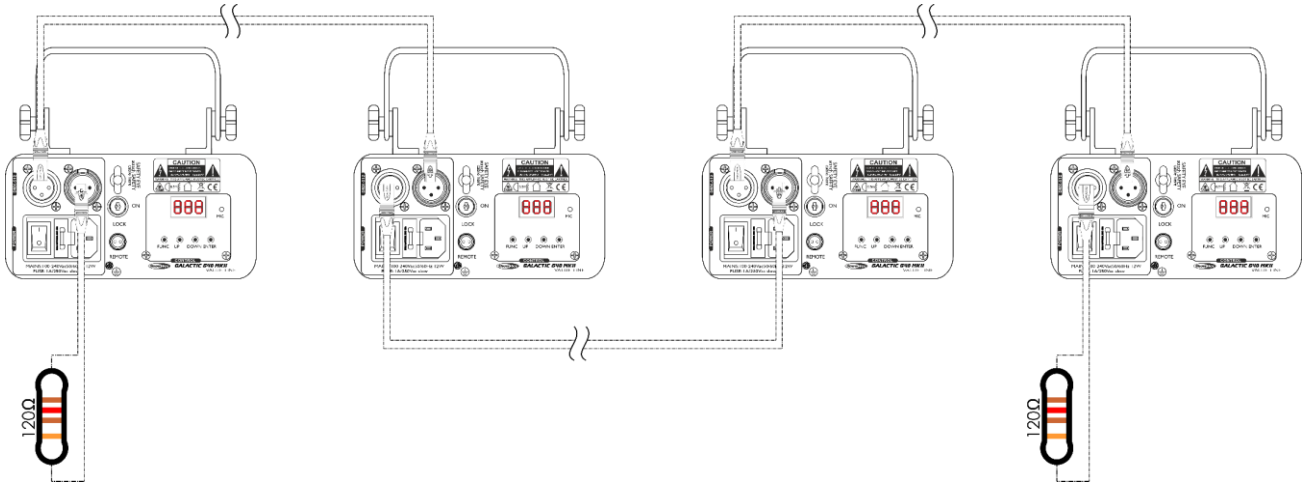

Fig. 03
05) Collegare le unità come indicato nella Fig. 03. Collegare un cavo di segnale DMX dall'uscita "out" del primo dispositivo DMX alla presa "in" della seconda unità. Ripetere questo processo fino a